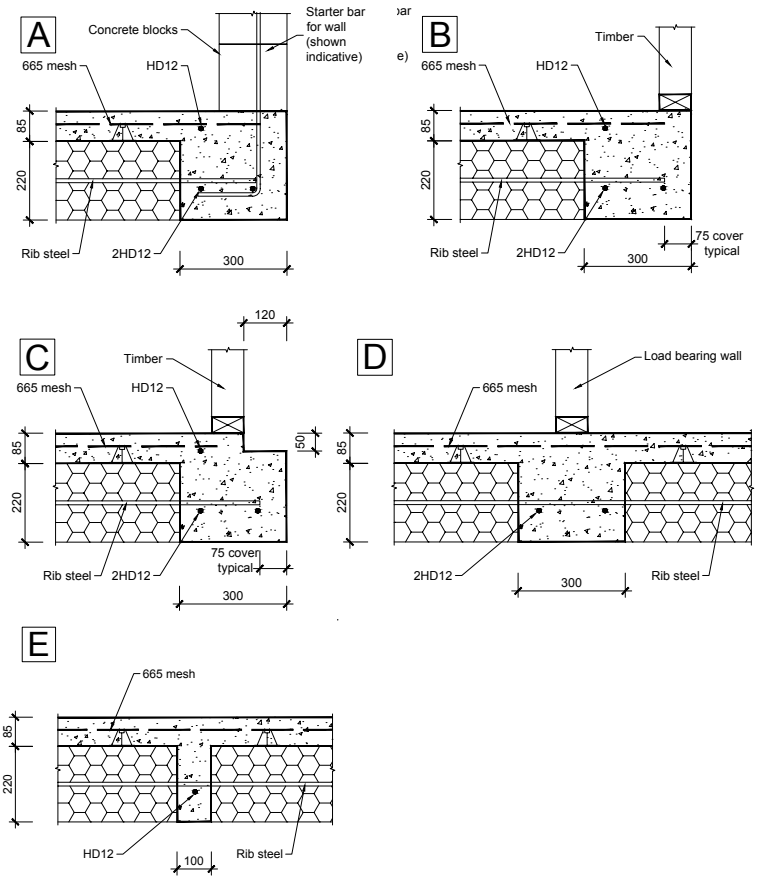

Figure 5 *Standard RibRaft Construction Details*
Edge beams around the perimeter of the floor slab shall be 300mm to provide bearing capacity for external load bearing walls, and contain 2-HD12 bars (Grade 500E) as bottom steel and 1-HD12 bar (Grade 500E) in the top. This top bar shall be tied to the underside of the reinforcement mesh. Refer Figure 5, below for construction details. The edge beam shall be rebated for brick veneers where necessary as shown in Figure 5(C).
For all load bearing walls and heavy internal walls, the pods shall be cut to create a 300mm wide rib directly under the load bearing wall, with 2-HD12 (Grade 500E) steel bars as bottom steel. Refer Figure 5(D) for construction details under load bearing walls.